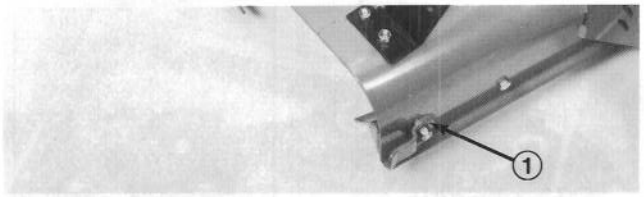

Figure 6
1. Mark and drill a 3/8" dia. hole thru the center of the deflector stop (Fig. 6).